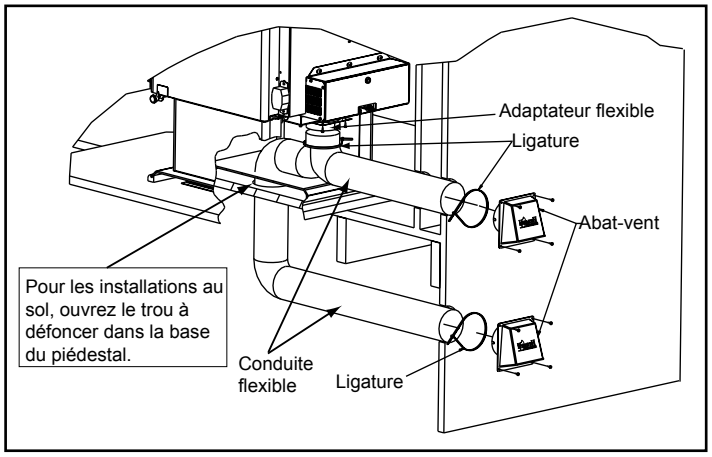
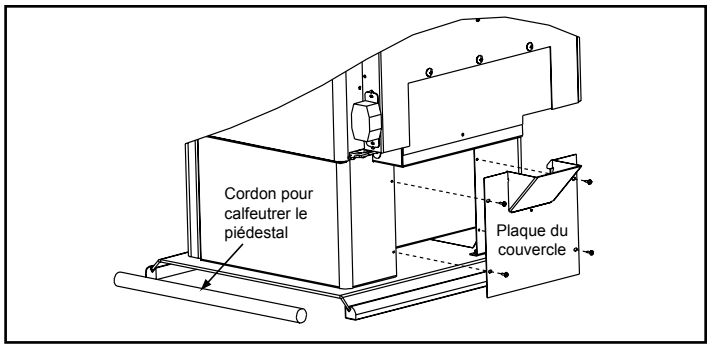

Figure 14.1. - Installation au sol et à l'arrière
Figure 14.2 - Autre type d'installation au sol
Le kit SRV7033-041 inclut : la plaque de recouvrement et le cordon d'étanchéité (voir l'autre type d'installation au sol ci-dessous, **figure 14.2**)
2. Utilisez un tournevis à tête cruciforme no. 2 pour fixer l'adaptateur flexible au poêle au moyen de 4 vis. **Figure 14.1**
5. **Autre type d'installation au sol :** Dans certains cas, vous ne pourrez pas installer le tuyau flexible comme illustré sur la **figure 14.1.** Dans ce cas, vous devrez commander le kit SRV7033-041 qui inclut la plaque de recouvrement et le cordon d'étanchéité illustrés à la **figure 14.2.** Le but est d'étanchéifier le piédestal pour que l'air de la pièce ne puisse pas s'infiltrer dans le piédestal.